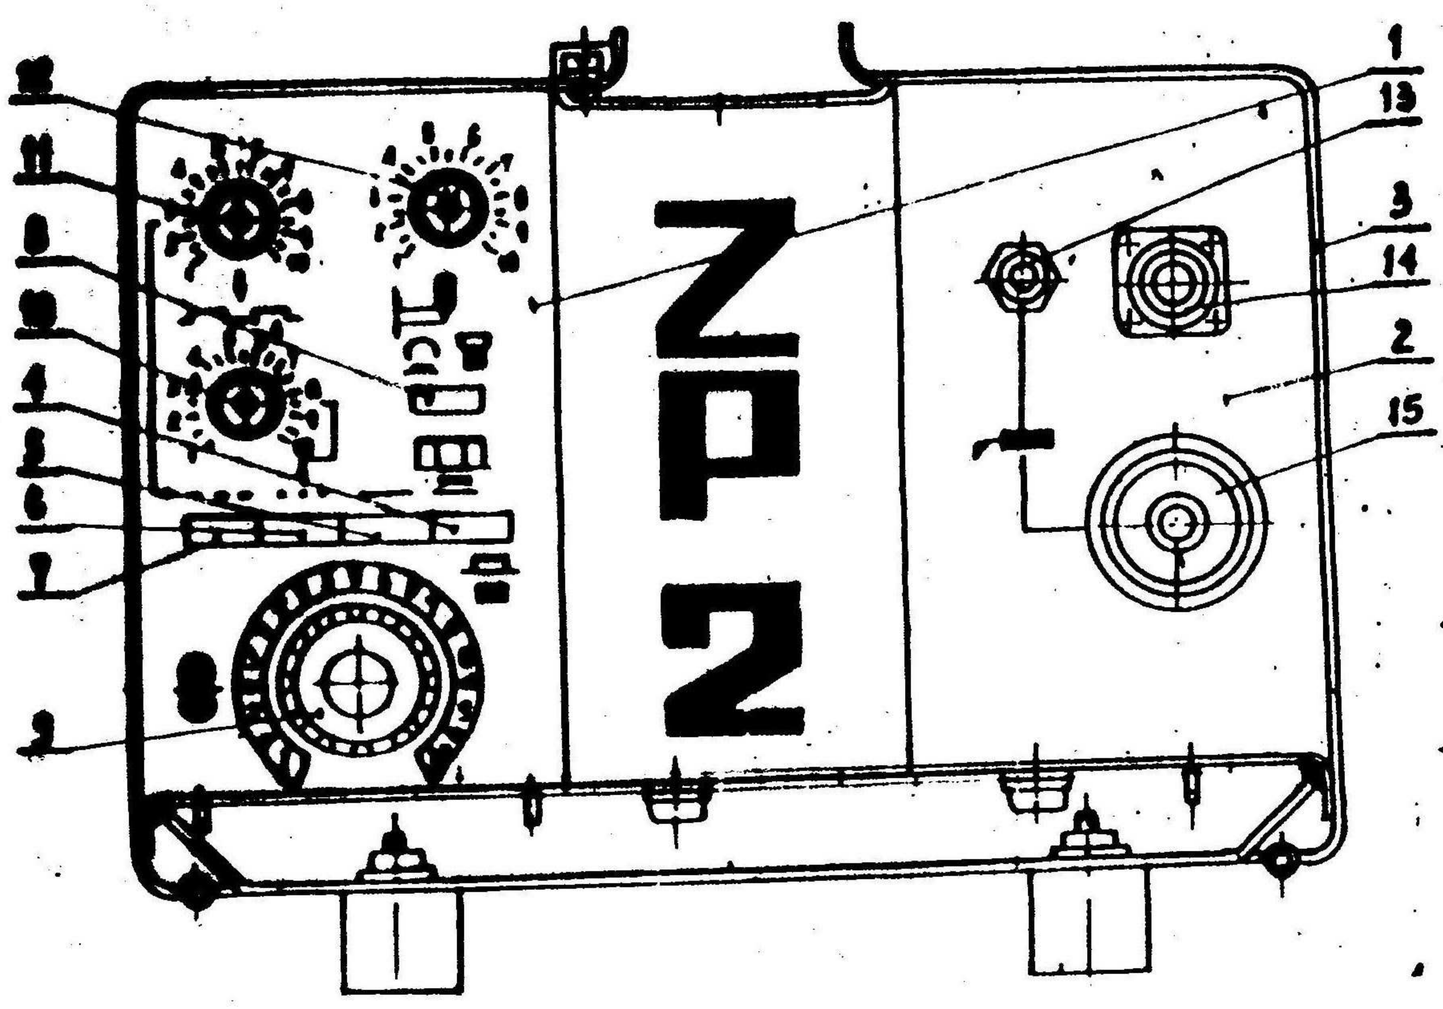
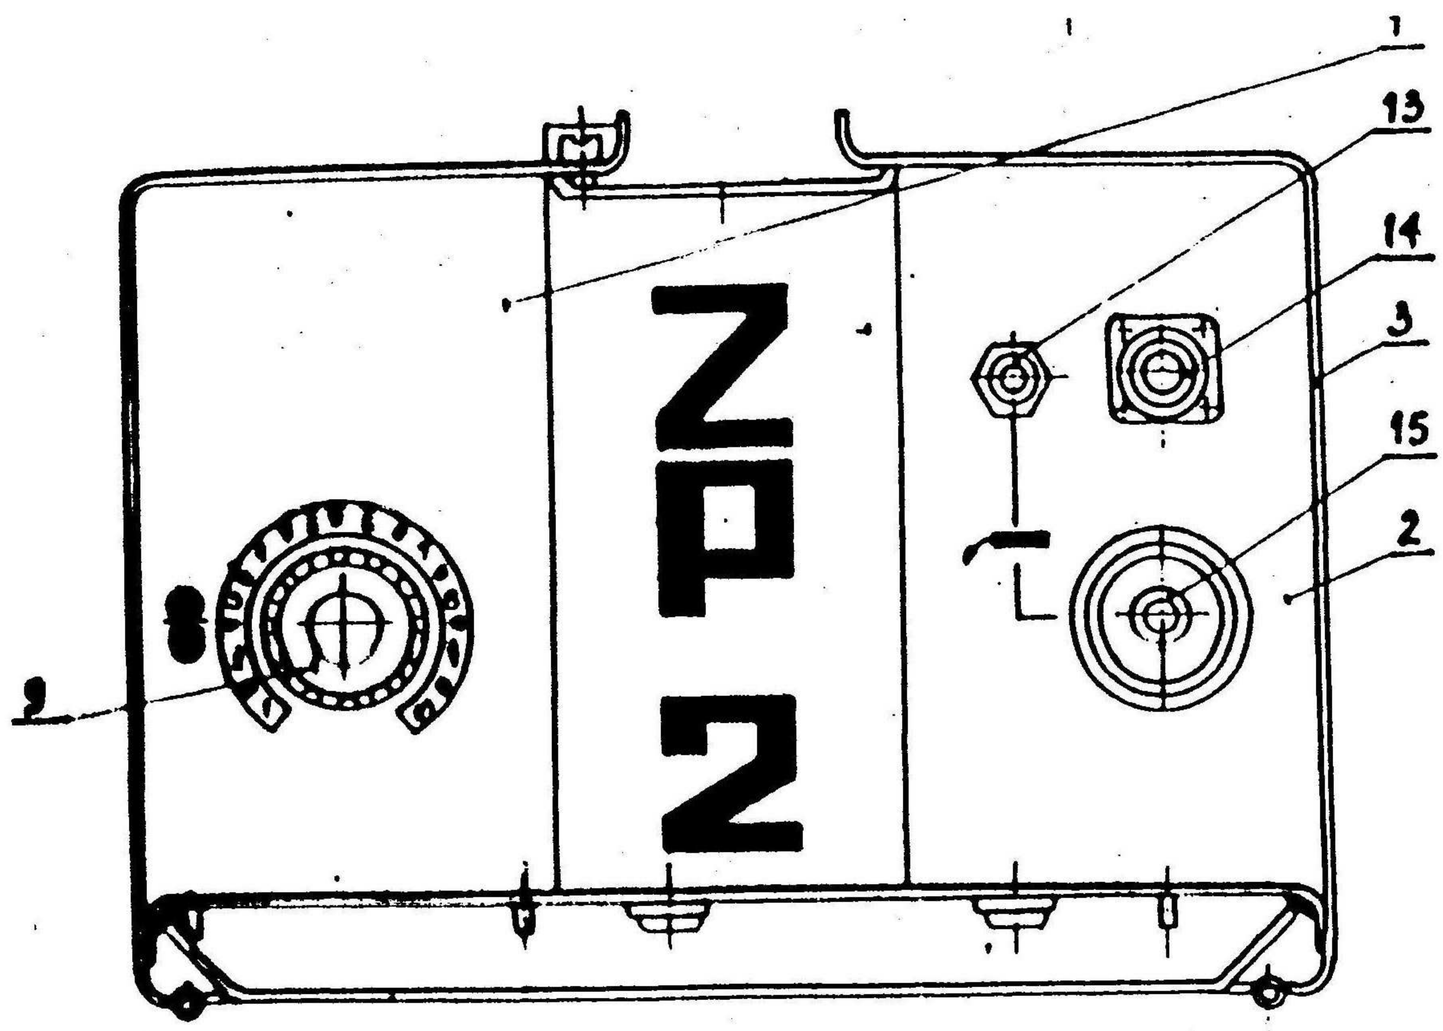
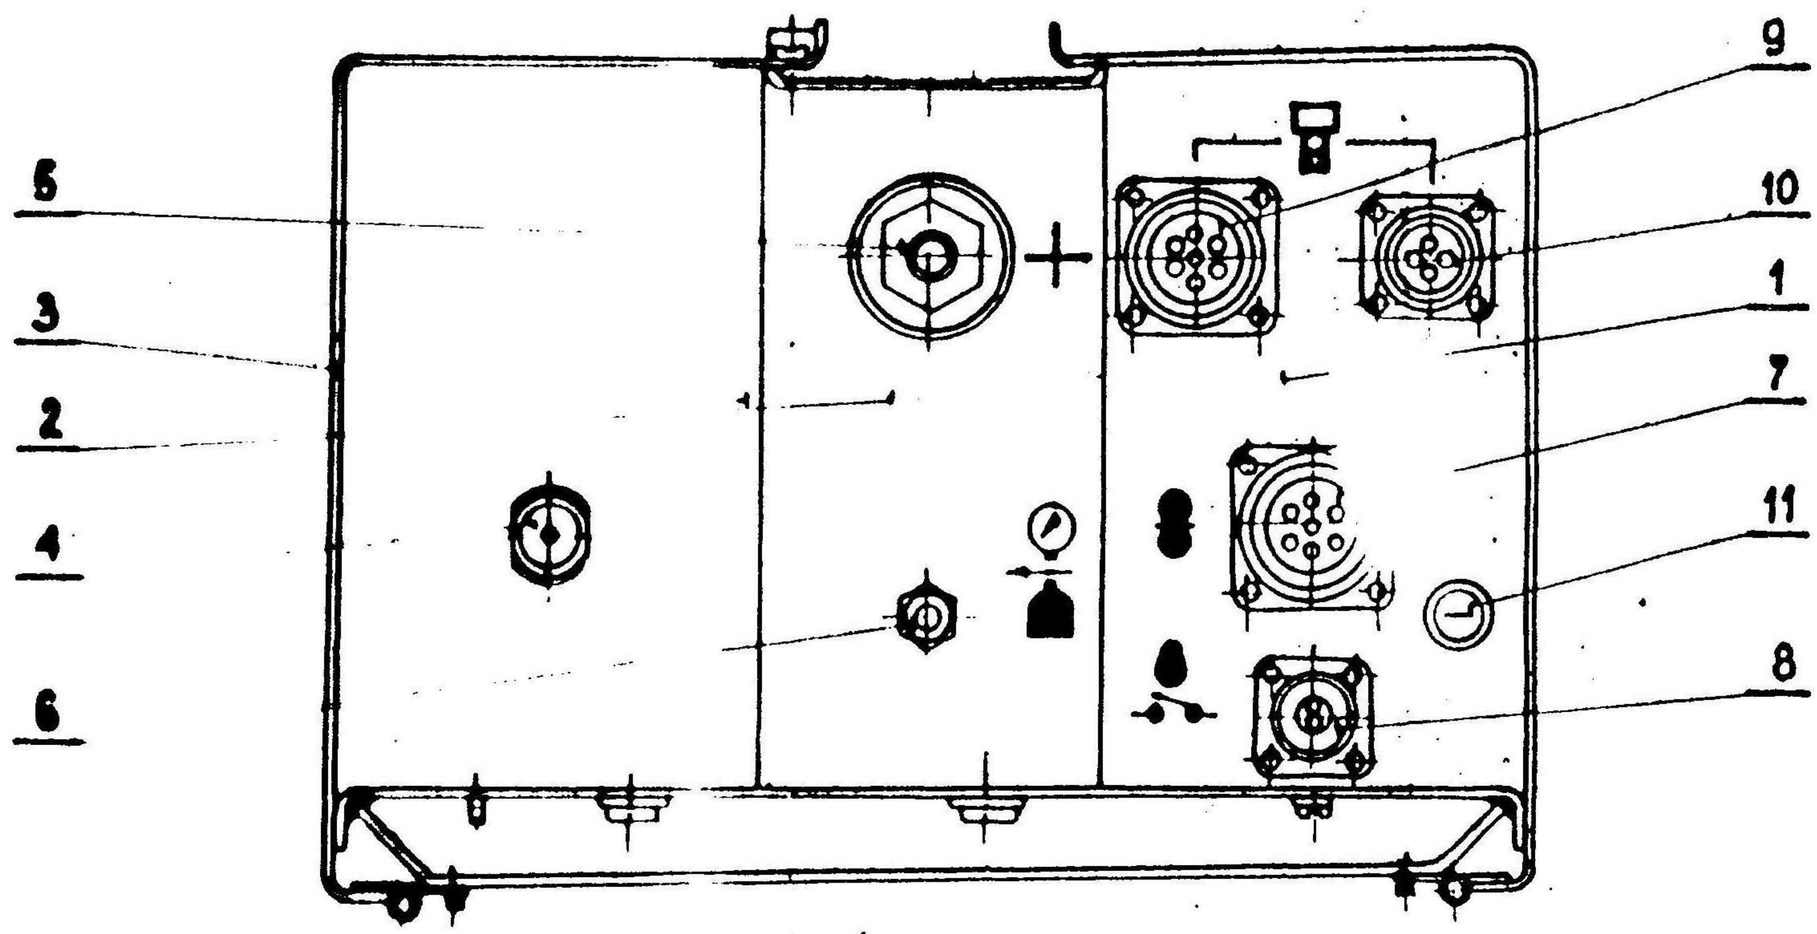

Rys. 2a
Rys. 2b.
Rys. 3
3.1. Kaseta zespołu podającego rys. 2a i2b oraz rys. 3 składa się z trzech podstawowych podzespołów:
Na ścianie przedniej kasety elektroniki poz. 1 /widok kasety ZP-2 z przodu rys. 2a i 2b/ znajdują się przyciski i pokrętła, którymi dokonuje się:
Na ścianie tylnej kasety elektroniki poz. 1 /widok kasety ZP-2 rys. 3/ znajduje się gniazdo bezpiecznikowe poz. 11 z bezpiecznikiem topikowym do zabezpieczenia silnika, oraz wyprowadzenia:
- ZP-2 wyk. 1 jak na rys. 3 bez poz. 8,9 i 10,
Ściana przednia podstawy poz. 2 /widok kasety ZP-2 rys. 2a i 2b/ posiada wyprowadzenie do podłączenia uchwytu spawalniczego, którego przewód gazowy podłącza się do wyprowadzenia poz. 13, przewód sterowniczy do wyprowadzenia SzR poz. 14 i przewód prądowy do wyprowadzenia poz. 15.
W skład ściany tylnej podstawy poz. 2 /widok kasety ZP-2 rys. 3/ wchodzi wyprowadzenie do podłączenia przewodu prądowego "+" poz.5 i wyprowadzenie do podłączenia gazu ochronnego z butli poz. 6 oraz śruba specjalna poz. 4, przez którą wprowadza się spoiwo /drut spawalniczy/.
a/ przyciskiem poz. 4 rys. 2a wybieramy dla ZP-0-0-0-0-0/2 wyk.2 i 4 spawanie:
b/ odpowiednią szybkość dla podanego spoiwa ustalamy pokrętłem potencjometru poz. 9 rys. 2a dla ZP-0-0-0-0-0/2 wyk. 2 i 4 oraz pokrętłem potencjometru poz. 9 rys. 2b dla ZP-0-0-0-0-0/2 wyk. standard 630,
- spawanie ciągłe przyciskiem poz. 5 rys. 2a,
- spawanie punktowe przyciskiem poz. 6 rys. 2a, dla którego nastawę czasu spawania w przedziale 0,25 do 2,5s dokonujemy pokrętłem potencjometru poz. 10,
- spawanie przerywane przyciskiem poz. 7 rys. 2a, dla którego czas spawania określamy pokrętłem potencjometru poz. 10, a czas przerwy określamy pokrętłem potencjometru poz. 11, czas przerwy jest zarazem czasem wyprzedzania wypływu gazu ochronnego,
d/ pokręętłem potencjometru poz. 12 rys. 2a dla ZP-0-0-0-0-0/2 wyk. 2 i 4 ustalamy wolny wylot elektrody,